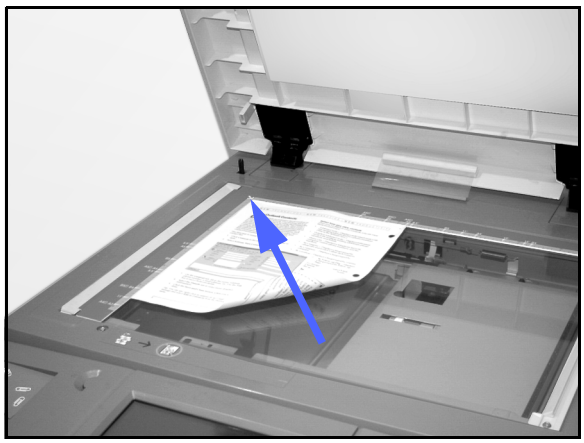

Figura 4: Colocar um original no Vidro de Exposição
- Levante o Alimentador Automático de Originais Duplex (DADF) ou a Tampa do Vidro de Exposição e coloque o original com a face para baixo sobre o Vidro de Exposição, tal como ilustrado na Figura 4.